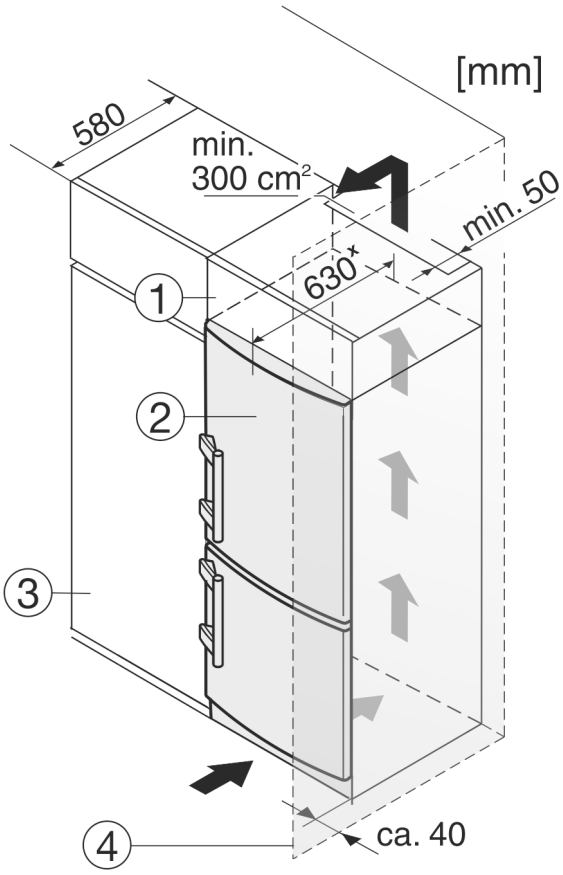

Fig. 9
Das Gerät kann mit Küchenschränken umbaut werden. Um das Gerät *Fig. 9 (2)* der Küchenzeilenhöhe anzugleichen, kann über dem Gerät ein Aufsatzschrank *Fig. 9 (1)* angebracht werden.
Beim Umbau mit Küchenschränken (Tiefe max. 580 mm) kann das Gerät direkt neben dem Küchenschrank *Fig. 9 (3)* aufgestellt werden. Das Gerät steht seitlich 34 mm x und in der Gerätemitte 50 mm x gegenüber der Küchenschrankfront vor.
Wenn das Gerät mit den Scharnieren neben einer Wand *Fig. 9 (4)* aufgestellt wird, muss der Abstand zwischen Gerät und Wand mindestens 40 mm betragen. Dies entspricht dem Griffüberstand bei geöffneter Tür.